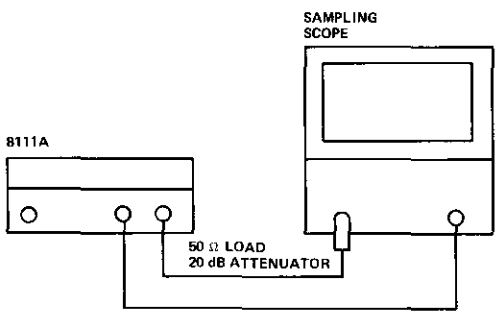

Figure 4–7. Width Test Set-up
1. Connect the equipment as shown in Figure 4–7–1.